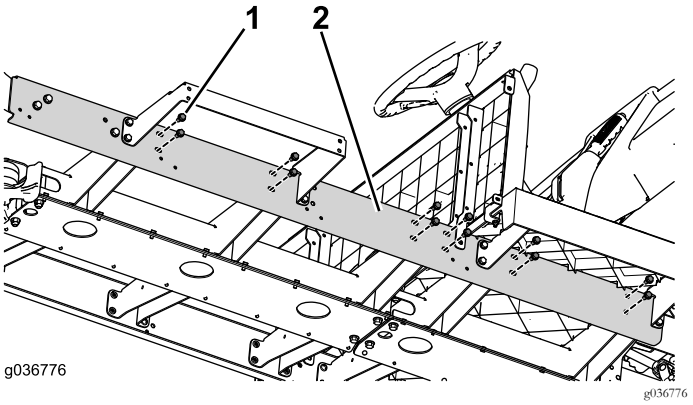

Рисунок 31
7. Установите остальные крепежные детали швеллера (Рисунок 31).